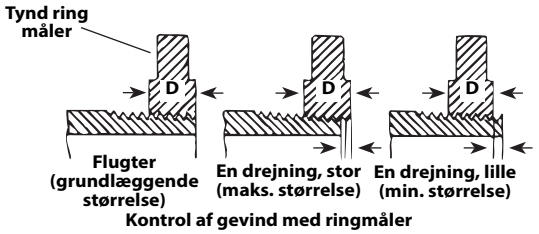

Figur 16 – Kontrol af gevindstørrelse
3. Kontrollér størrelsen på gevindet. Den foretrukne metode til kontrol af gevindstørrelsen er med en ringmåler. Der findes forskellige former for ringmålere, og anvendelsen heraf kan være anderledes i forhold til, hvad der er vist i *figur 16*.